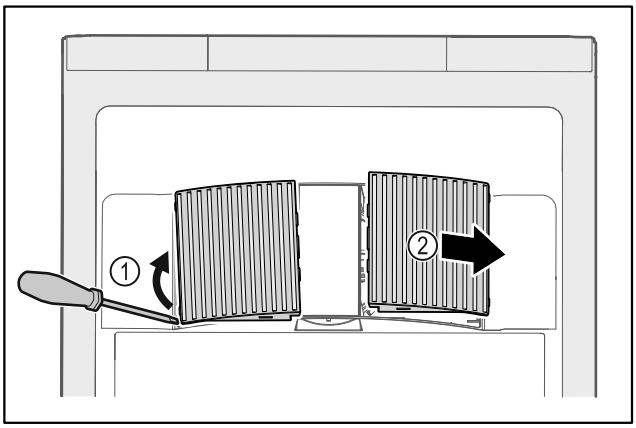

Fig. 59
- ▶ Extraire par un mouvement de levier les caches latéraux *Fig. 59 (1)* vers l'avant *Fig. 59 (2)*.